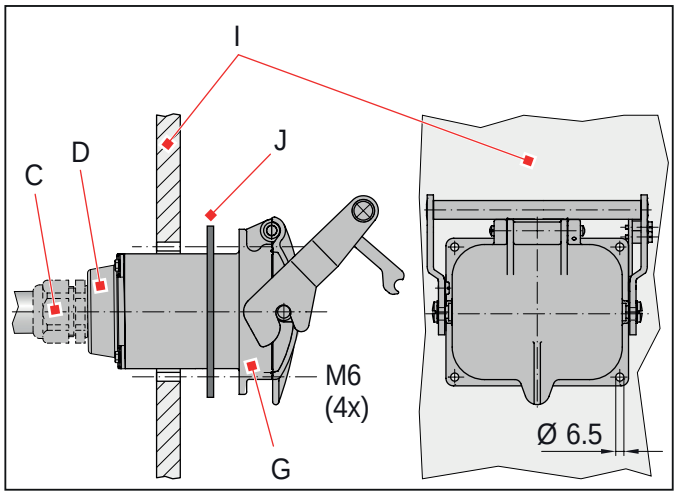

Fig. 5: Installation of the coupling receptacle to the mounting frame
- Screw the cable gland/strain relief (C) (PG48 or M50, not included in delivery) into the thread of the cover (D) and install the strain relief.
- Position the flat rubber seal (J) to the flange of the receptacle (G).
- Insert the receptacle (G) into the cut-out at the prepared mounting frame (I).
- Screw on the receptacle (G) at the prepared mounting frame (I) slightly, using 4 hexagon screws M6 incl. nuts and appropriate screw locking devices (***Fig. 5***).
- Check that the flat rubber seal (J) is properly in place.